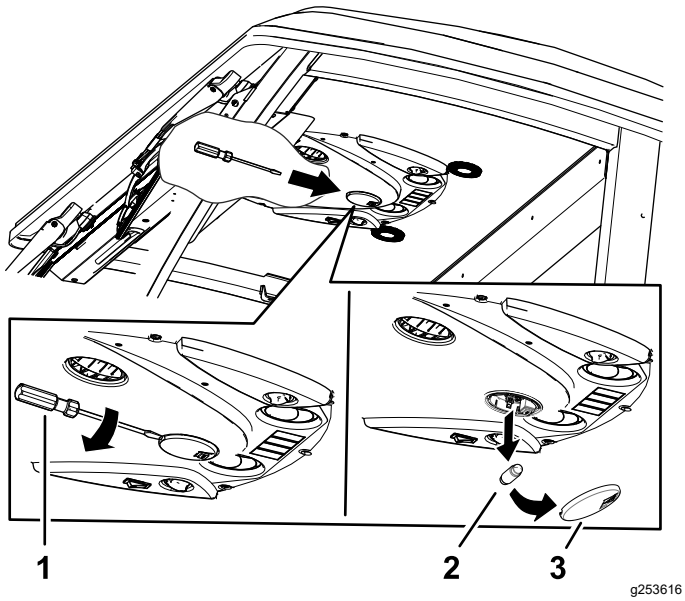

**Figuur 89**
1. Verwijder de lens van het lampje met een schroevendraaier uit het bedieningspaneel (Figuur 89).
2. Verwijder de lamp uit de voet (Figuur 89).